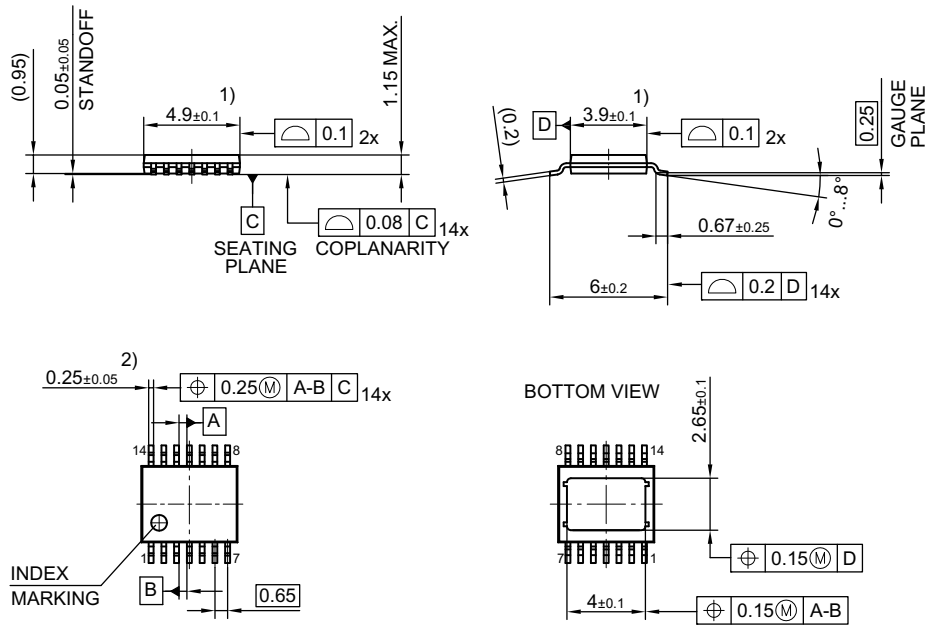
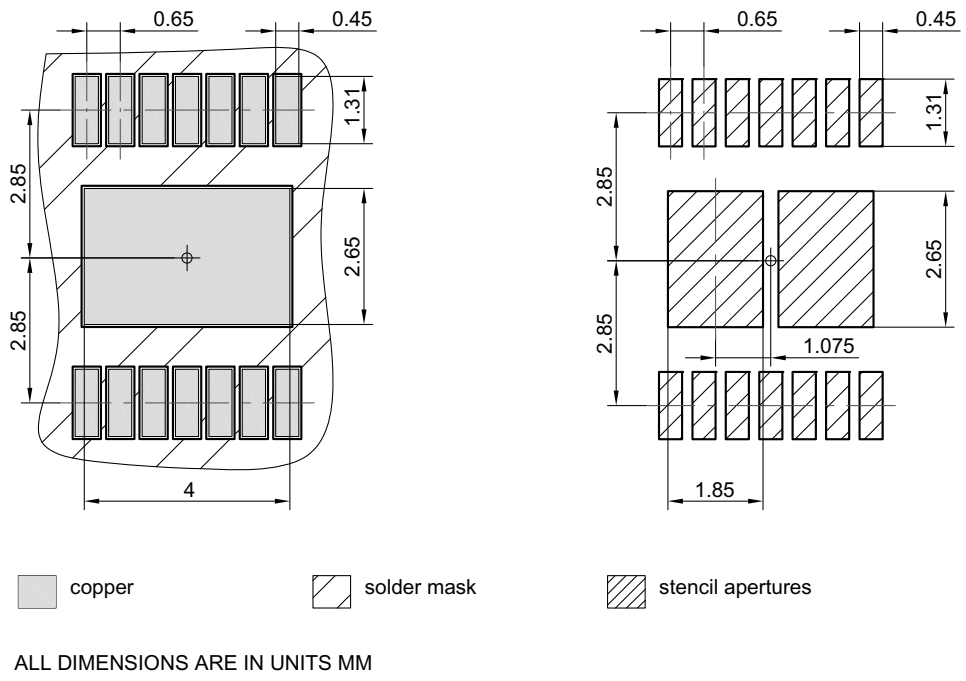

Figure 43 **PG-TSDSO-14** (Thin (Slim) Dual Small Outline 14 pins) **Package Outline**
Figure 44 **PG-TSDSO-14** (Thin (Slim) Dual Small Outline 14 pins) **Package pads and stencil**
1.02, 2019-06-26	**Chapter 9.2** updated (2 V → $V_{DS(OLOFF)}$) **Chapter 1** updated ((inserted headline "Product Validation"), (Qualified in accordance with AEC Q100 grade 1 → Qualified for automotive applications. Product validation according to AEC-Q100 Grade 1.)) General: updated Product Name (PROFET™+2 → PROFET™+2 12V) Page 1: updated figure product P_8.7.9.5, P_8.7.9.6 updated (Typ.: 4 A → 6 A) **Table 24** updated punctuation **Chapter 9.3.1** updated (typo) Page 1: updated (Package PG-TSDSO-14-22 → Package PG-TSDSO-14) **Figure 29** updated **Figure 43** updated (PG-TSDSO-14-22 (Thin (Slim) Dual Small Outline 14 pins) Package Outline → PG-TSDSO-14 (Thin (Slim) Dual Small Outline 14 pins) Package Outline) **Figure 44** updated (PG-TSDSO-14-22 (Thin (Slim) Dual Small Outline 14 pins) Package pads and stencil → PG-TSDSO-14 (Thin (Slim) Dual Small Outline 14 pins) Package pads and stencil) **Table 1** updated ((Symbol: $I_{VS(SLEEP)}$ → $I_{VS(SLEEP)_85}$), (Parameter: Minimum Overvoltage protection (T_J = 25 °C) → Minimum Overvoltage protection (T_J ≥ 25 °C)) P_9.6.0.6 updated (Note or Test Condition: removed unnecessary line-break)